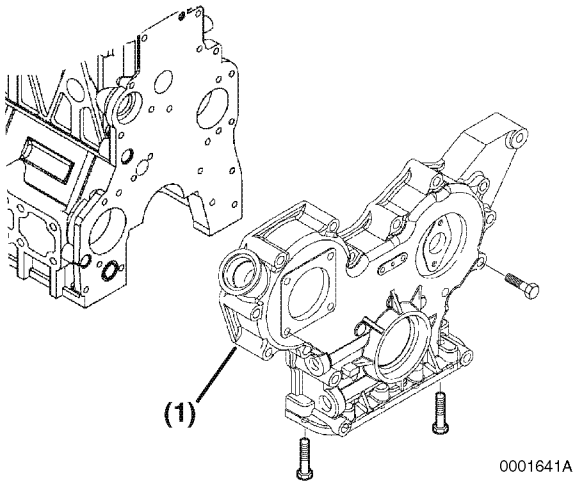

Figure 6-149
1. Apply a continuous bead of ThreeBond Liquid Gasket No. 1212, Yanmar Part No. 977770-01212 to the mounting area of the gear case cover **(Figure 6-149, (1))**. Be sure to circle the bolt holes.